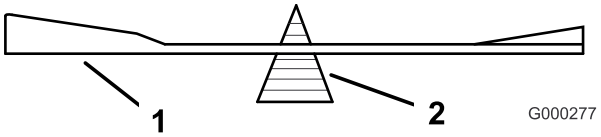
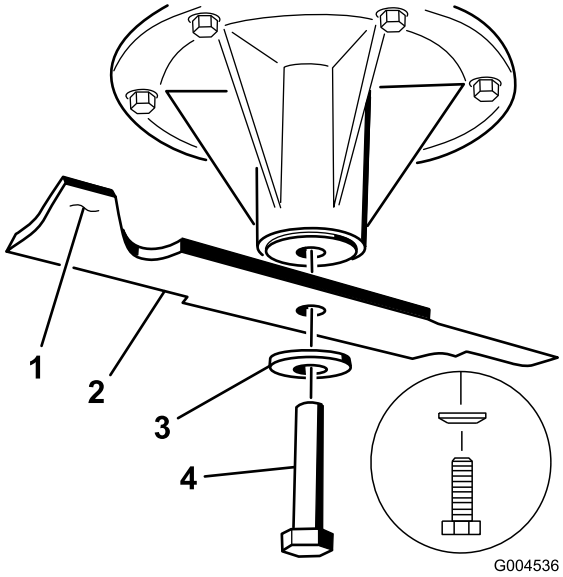

Rysunek 87
Rysunek 88
2. Odkręć śrubę ostrza, podkładkę wygiętą i zdejmij ostrze z wału wrzeciona (Rysunek 88).
2. Sprawdź wyważenie ostrza, układając je na równoważniku ostrzy (Rysunek 87). Jeżeli ostrze pozostaje w położeniu poziomym, wówczas jest wyważone i można je stosować. Jeżeli ostrze nie jest wyważone, spiłuj nieco metalu z obszaru łopatki (Rysunek 88). Powtarzaj tę procedurę do momentu wyważenia ostrza.
1. Zamontuj ostrze na wale wrzeciona (Rysunek 88).
2. Zamontuj podkładkę wygiętą i śrubę ostrza. Stożek podkładki wygiętej musi być skierowany w stronę łba śruby (Rysunek 88). Dokręć śrubę ostrza momentem o wartości 115-150 Nm.